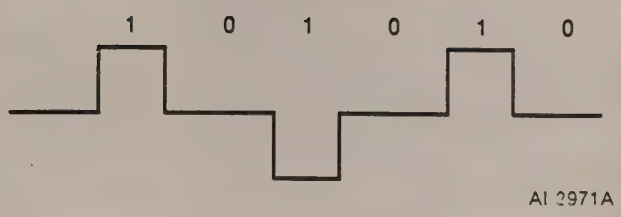

Figure 3.61. Data Pattern A, 1010
3. Type **PATTERN PROG 1010<CR>**. These entries will produce data pattern A, see Figure 3.61.